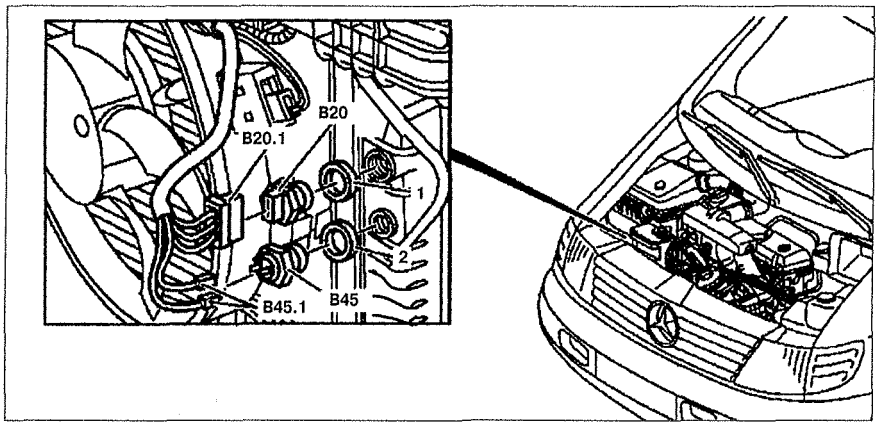

Рис. 4.39. Термовыключатель вентилятора:
3. Отсоедините разъем проводки **B20.1** от термовыключателя **B20** (см.рис.4.39).